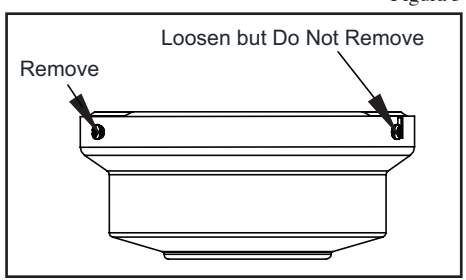

Figura 6
2. Retira el soporte de montaje de la cubierta aflojando los cuatro tornillos en la parte superior de ella. Quita los dos tornillos sin ranura y afloja los tornillos ranurados. Esto te permitirá retirar el soporte de montaje. (Figura 6)